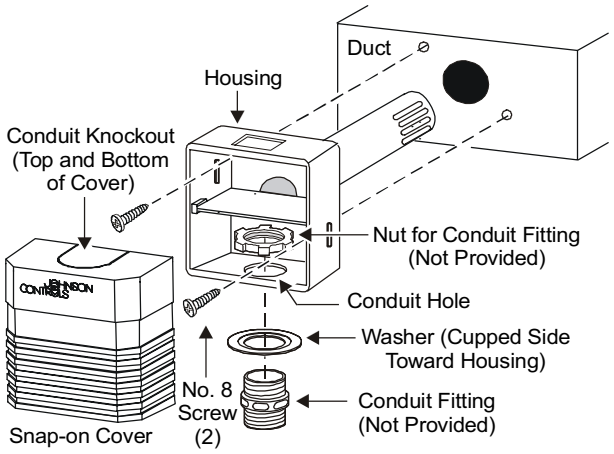

Figure 7: Mounting and Assembly
To mount the duct probe humidity controller, refer to Figure 7, and proceed as follows:
1. Route the wires from the equipment to the unit through the conduit hole in the housing shown in Figure 7.
2. Break out the appropriate knockout from the cover, shown in Figure 7, using pliers to accommodate the wiring or conduit.